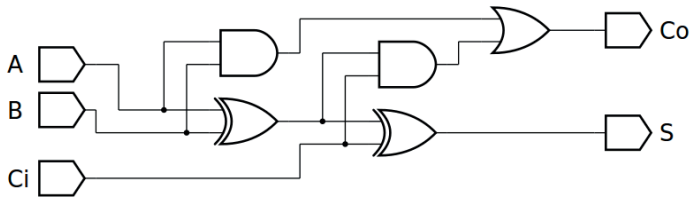
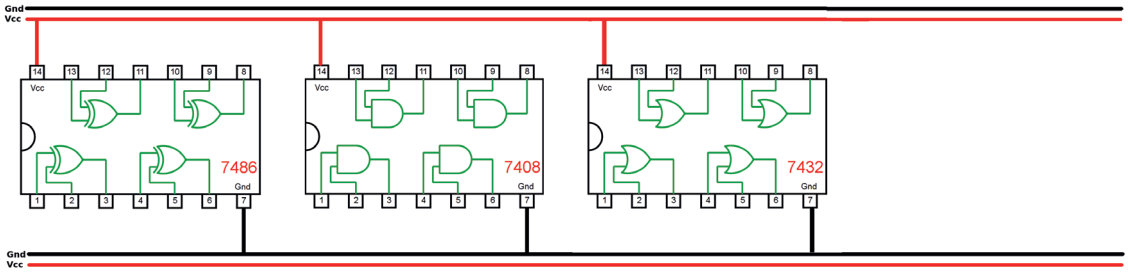

Figura 6.8 – Diagrama esquemático.
Figura 6.9 – Disposição dos componentes (TTL) para a placa de montagem.
1. Complete as ligações na figura 6.9 ou 6.10 de acordo com a figura 6.8.
5. Utilize um programa de simulação em computador (SmartSim, Atanua, Qucs) faça a simulação do circuito da figura 6.8. Compare os resultados com a tabela 6.4.
6. Escreva a equação booleana do circuito da figura 6.8 e simule no programa para o Arduíno.